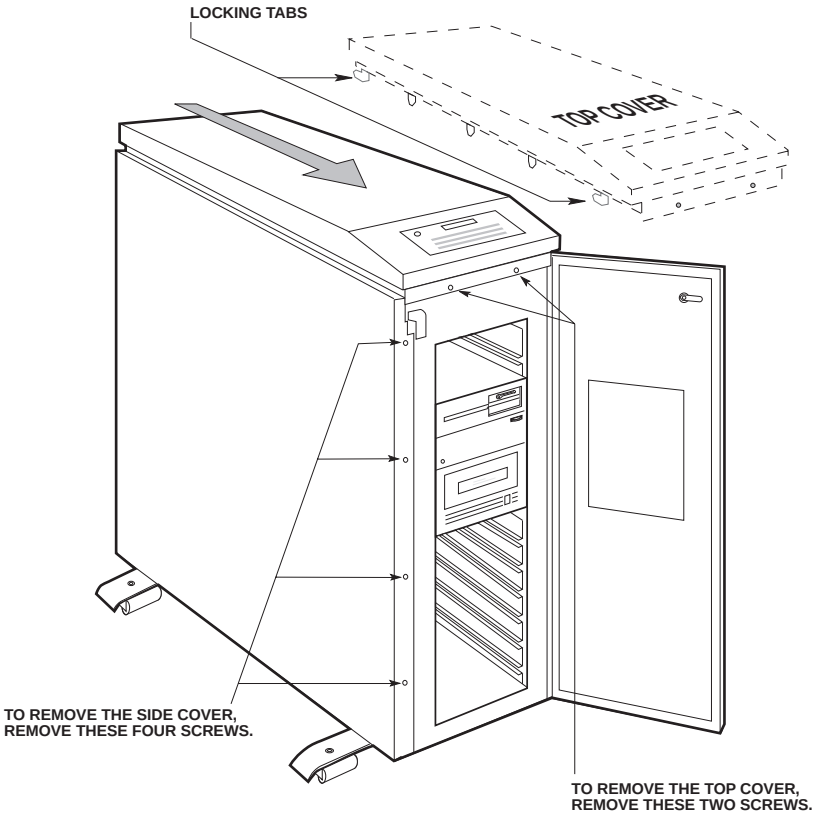

***Figure G-1: AM-990 Enclosure Removal***
- Swing the front door open to expose the screws that hold the top cover in place. See Figure G-1.